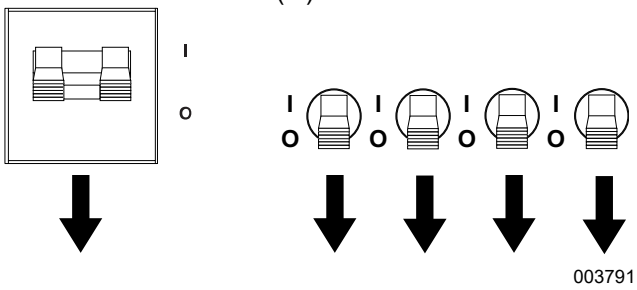

*Figure 3-4. Circuit Breakers in OFF (O) Position*
1. See ***Figure 3-4***. Verify the main circuit breaker and individual circuit breakers for each of the lights are OFF (O).